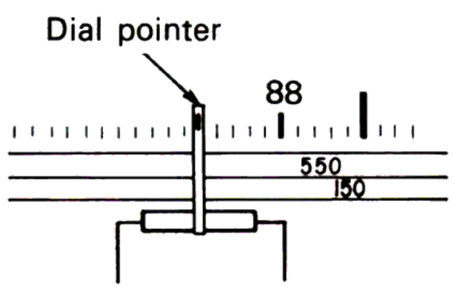

Fig. 3 Dial pointer mounting
10. Fully close the variable capacitor, and then mount the dial pointer as shown in Fig. 3.